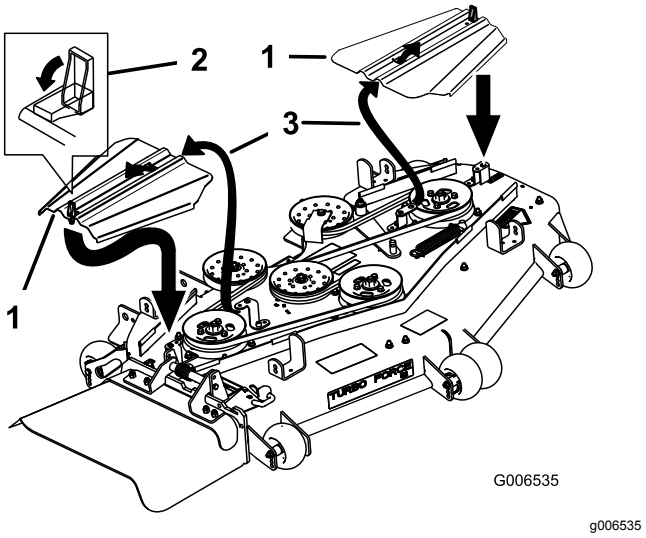

Figur 89
12. Montera remkåporna genom att föra in kåpan i tappen, montera bultarna och låsa spärrhakarna (Figur 89).